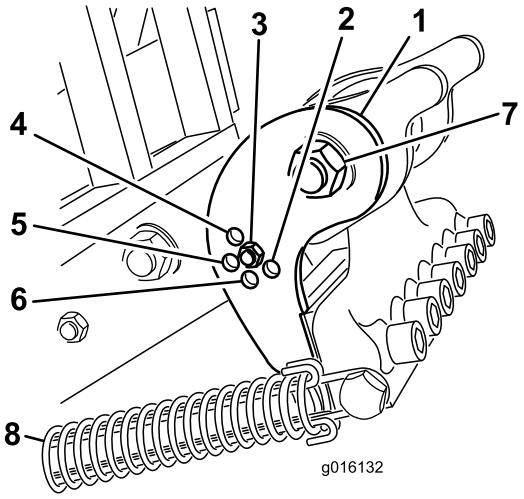

Figur 35
Velg stilling for skråstillingsbraketten (Figur 35) etter ønsket pipelengde. Stoppehodet er stilt inn til én av fem forhåndsbestemte stillinger ved å velge det hullet der justeringsstangen er boltet gjennom. Disse hullene er kun forhåndsinnstilte. Dvs. at ved å bruke en 2,5 cm lang pipe i en stilling på 3,6 cm, kan du oppnå en jevnere overflate, avhengig av bruksområdet.
3. Løsne fjærspenningen ved pipehodet (Figur 35).
4. Fjern mutteren og bolten i justeringshullene i skråstillingsbraketten (Figur 35).